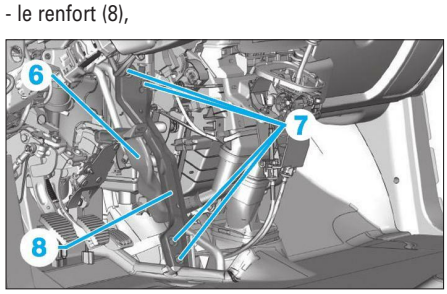

**Fig. 19**
- le conduit d'air (6) **(Fig.19)**,
- les 4 vis (7),
- le renfort (8),